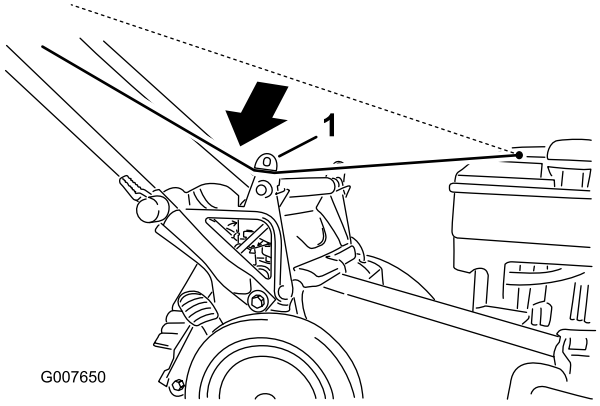

Figur 23
1. För in startsnöret längs den nedre styrningen (Figur 23).